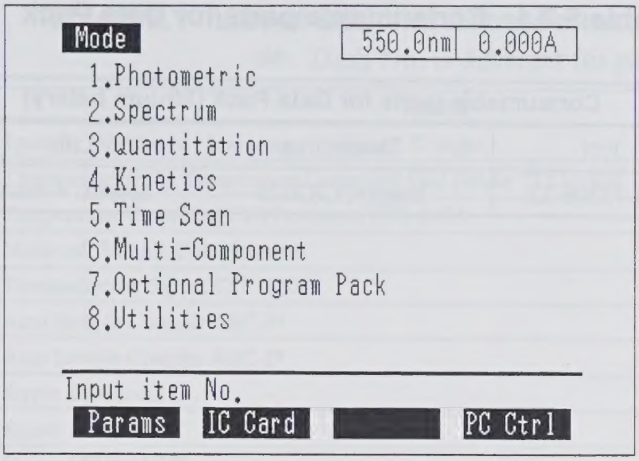

Fig.5.7.2 Top Menu Screen
(2) Select "7. Optional Program Pack" on the Top Menu. (shown in Fig. 5.7.2)